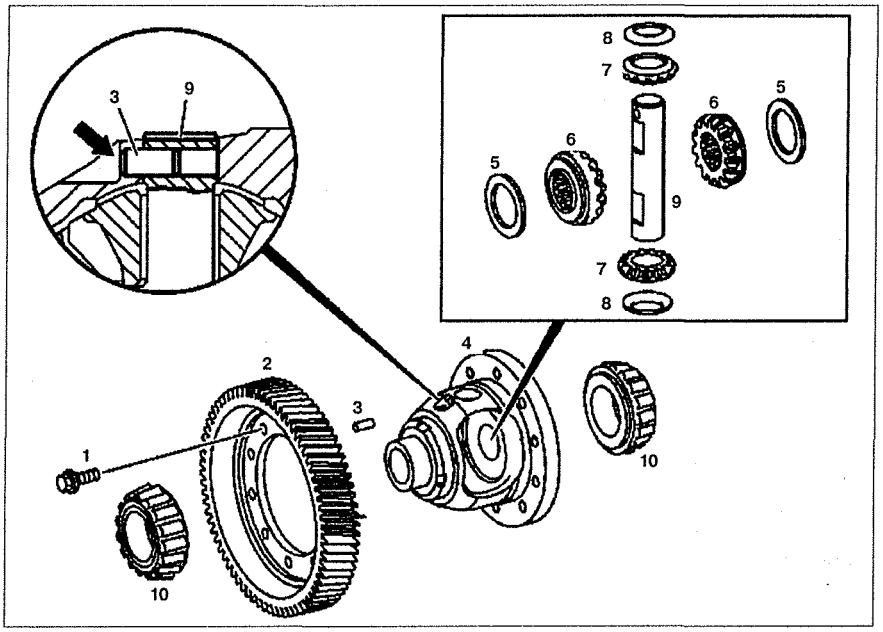

Рис. 6.43. Разборка и сборка дифференциала:
2. Отсоедините ведомую шестерню дифференциала **2** (см.рис.6.43). Нагрейте, если необходимо, шестерню **2** примерно до 100 °С.